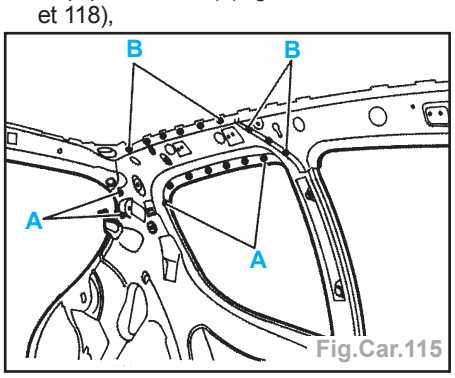

Fig.Car.115
- par points électriques suivant **A** (avec l'équipement AB1) (Fig.Car.115, 116, 117 et 118),